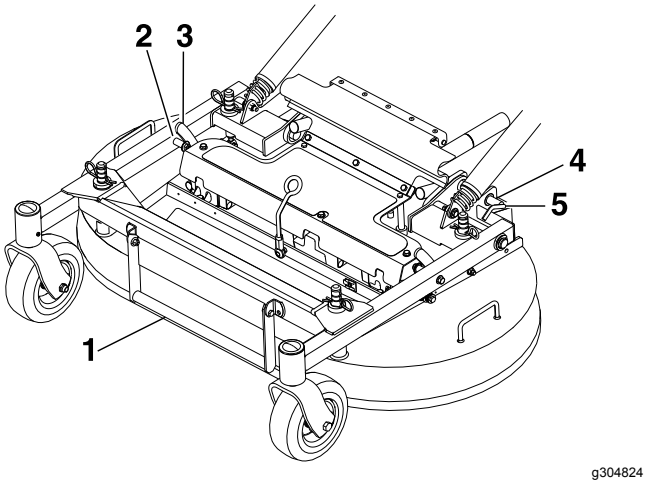

**Figuur 25**
3. Terwijl u het voorste frame naar beneden houdt, tilt u het maaidek op aan 1 zijde zodat de vergrendeling van de maaideksteun vastklikt in de vaste pen in het voorste frame (Figuur 25).